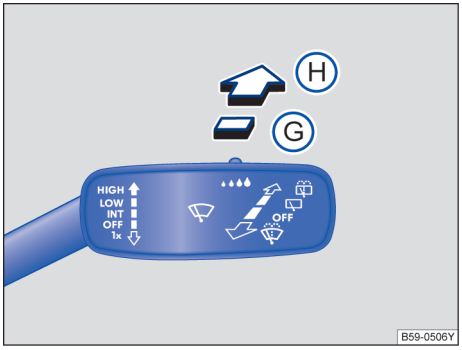

图 80 挡风玻璃雨刮器拨杆：后窗雨刮器操作
– 将挡风玻璃雨刮器拨杆向前按到位置Ⓖ →图 80，大约每隔六秒，雨刮器刮一次车窗→ⓘ。